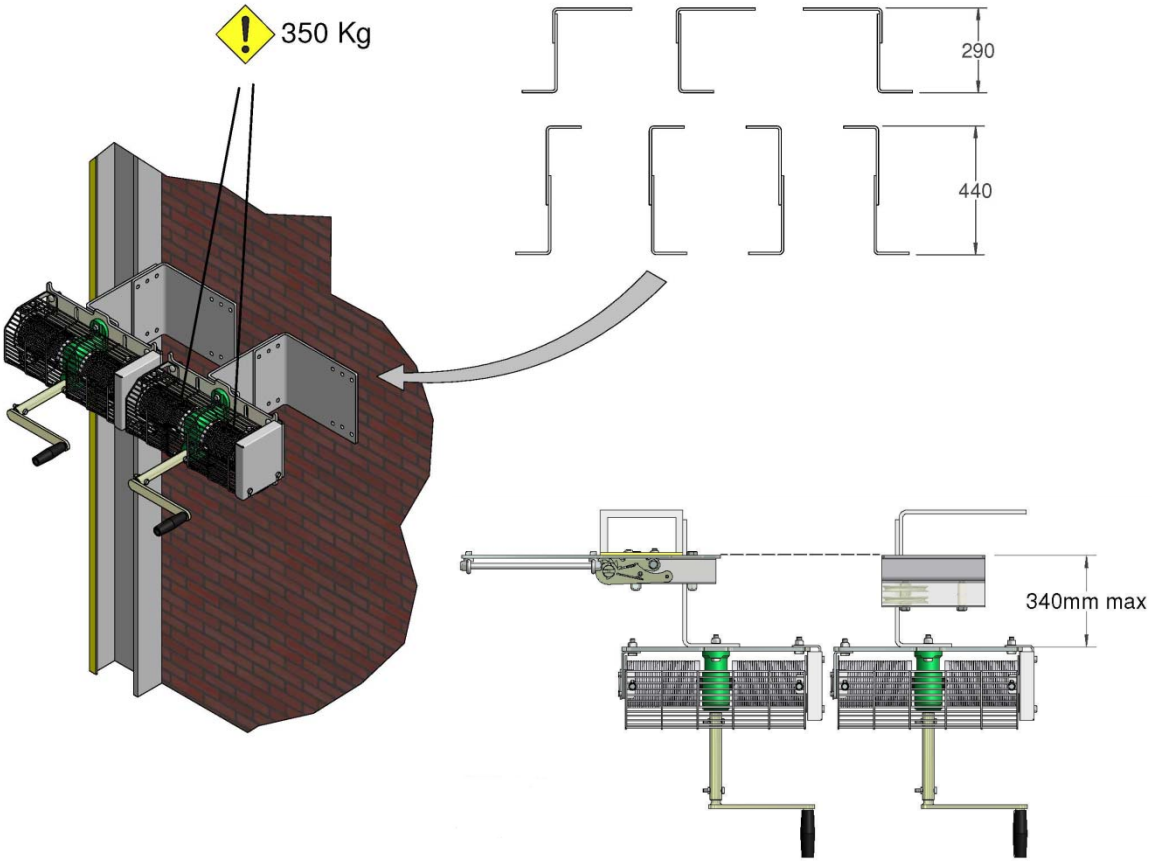

Abbildung 26
8.4 Ersetzt Abschnitt 2.3: Abbildung 26 zeigt die verschiedenen Montagemöglichkeiten für den manuellen Antrieb (B1), bei denen jeweils die langen und die kurzen Seiten der beiden mitgelieferten Montageplatten (D1) verwendet werden. Im Lieferumfang sind vier M10 x 30 Schrauben enthalten, um die beiden Platten miteinander zu verschrauben, sowie vier M10 x 50 Schrauben für die Befestigung der Montageplatten an einer Metalloberfläche mit einer Dicke von bis zu 25 mm (d. h. Platte, U-Profil, Doppel-T-Träger usw.). Bei Verankerung in Holz oder Beton muss der Kunde eigene Befestigungsmittel zur Verfügung stellen. Vergewissern Sie sich, dass die Montageoberfläche für das maximale Gewicht des Systems von 350 kg geeignet ist.